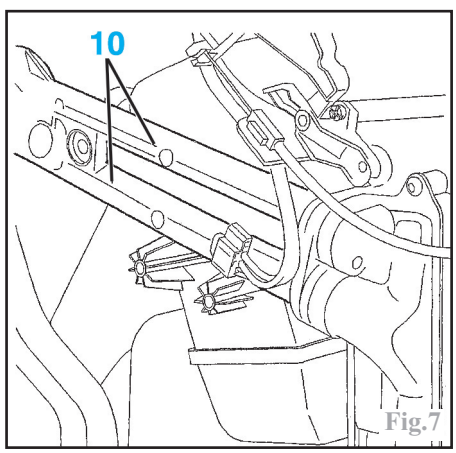

Fig.7
-la vis de fixation (7) du groupe de chauffage.
-la vis (9) et écarter la plaque de maintien (8).
Désaccoupler délicatement les tuyaux (10) du radiateur de chauffage (Fig.7).